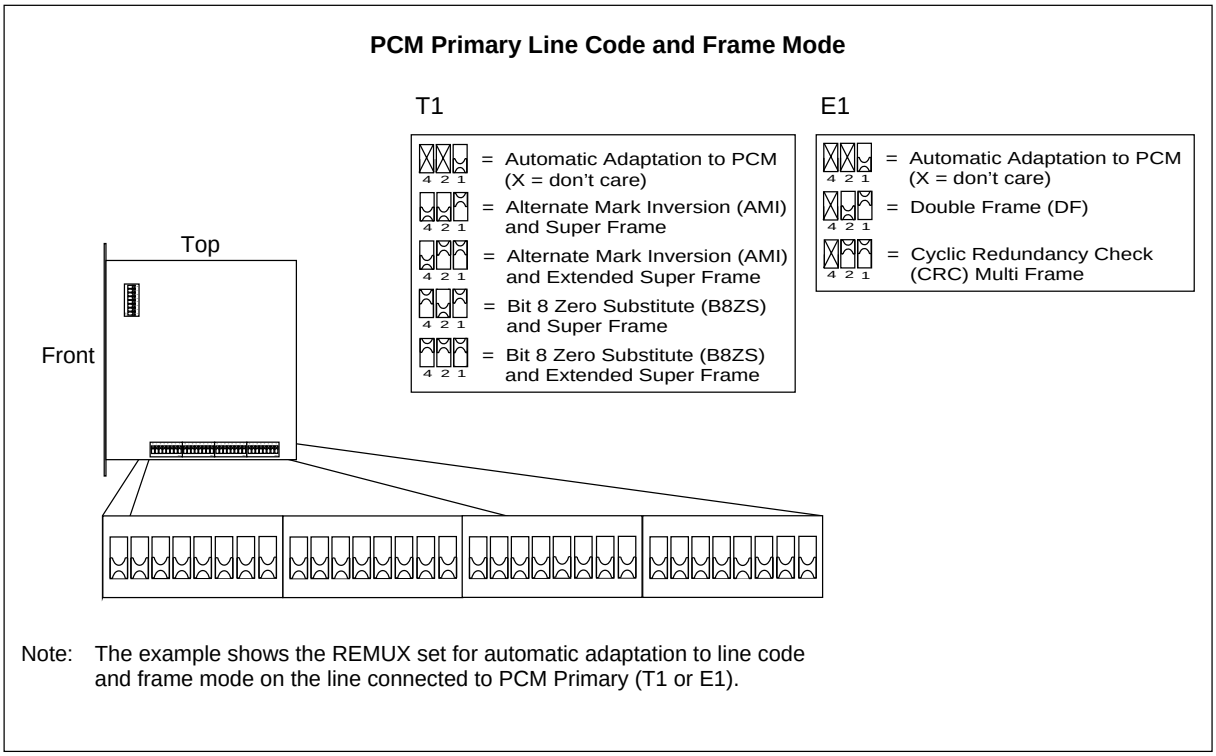

Figure 4-23. Setting for PCM Primary Line Code and Frame Mode
9. Set the PCM primary line code and frame mode, as shown in Figure 4-23 on page 4-40, in accordance with the *Configuration Data* in the *Site Installation Documentation.*